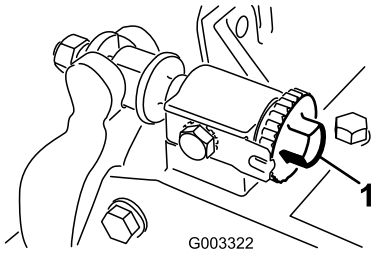

**Figur 23**
1. Øg kontakten mellem knivcylinder og bundkniv ved at dreje bundknivens justeringsknapper (Figur 23) mod uret, indtil der ikke længere er kontakt.